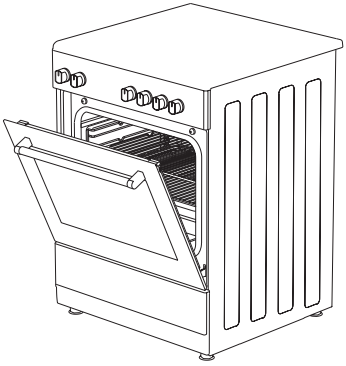

Figura 30
3. Colocar o painel de segurança sob o painel de controlo abrindo o vidro da tampa frontal do forno. (figura 30)